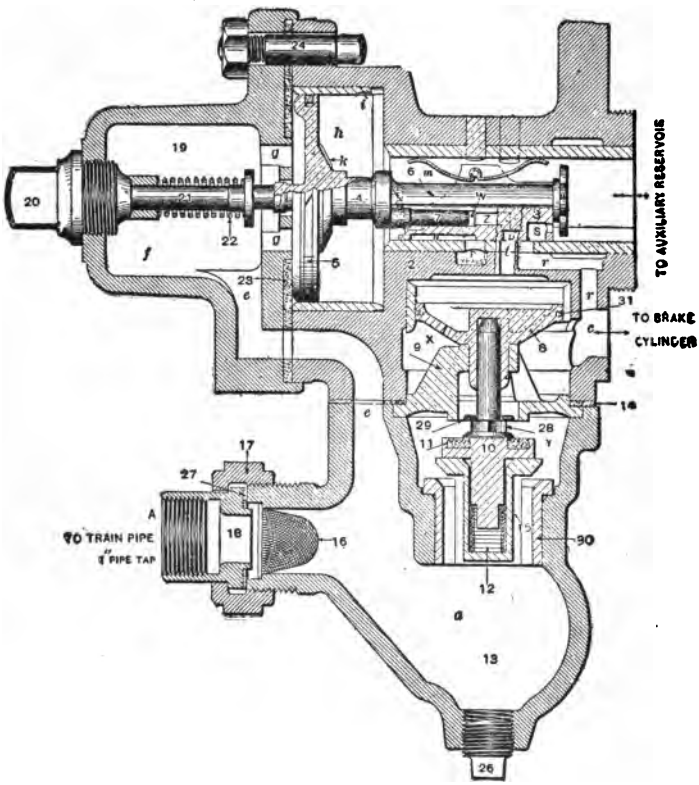

FIG. 8.—QUICK-ACTION TRIPLE VALVE, EMERGENCY POSITION.
Q. What is done when the rubber-seated or emergency Valve 10 (Fig. 8) is forced from its seat?
A. A quick brake-pipe reduction causes the auxiliary pressure to force the triple piston out the full length of chamber *h* (Fig. 8), the graduating spring 22 being compressed on account of its inability to withstand the sudden blow from the triple piston.
Q. Why is port s (Figs. 8 and 10), used in emergency, made smaller than port z, used in service, to let auxiliary reservoir pressure into the brake cylinder?